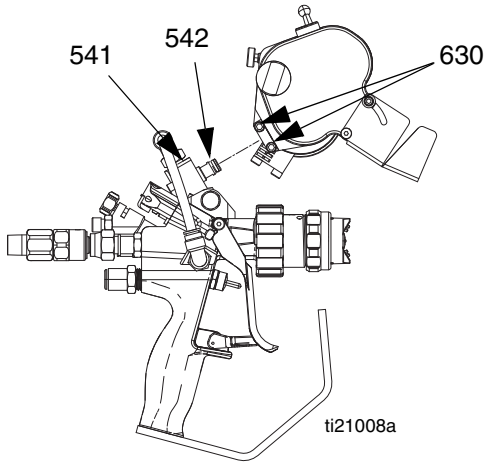

图 6
a. 如有必要，使用月牙扳手调整枢轴（ 541 ），使其与喷枪前端平行，开口端指向喷枪前部。请参见图 6。
b. 退出螺钉（ 630 ）。请参见图 6。
注释：确保 O 形圈（ 542 ）正确啮合到切割机组件中。确认是否有多余的空气泄漏，因为这会大大降低气动马达的性能。请参见图 6。